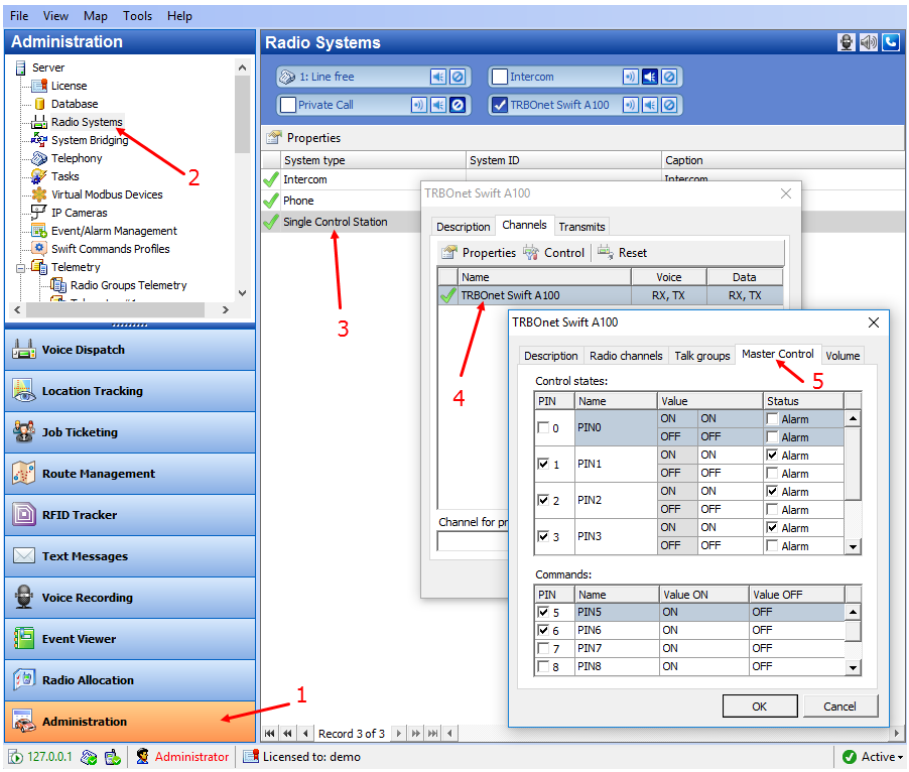

Figure 18: Configuring the A100 gateway pins in TRBOnet Dispatch Console
1. In the TRBOnet Dispatch Console, click **Administration** and **Radio Systems** in the left pane (Figure 18, step 1 and 2).
2. In the right pane, the list of the registered radio systems appears. Double-click the radio system associated with your A100 gateway (Figure 18, step 3).
3. In the popup window, click the **Channels** tab. Double-click the channel (Figure 18, step 4), or select it and click **Properties**. Another popup window appears.